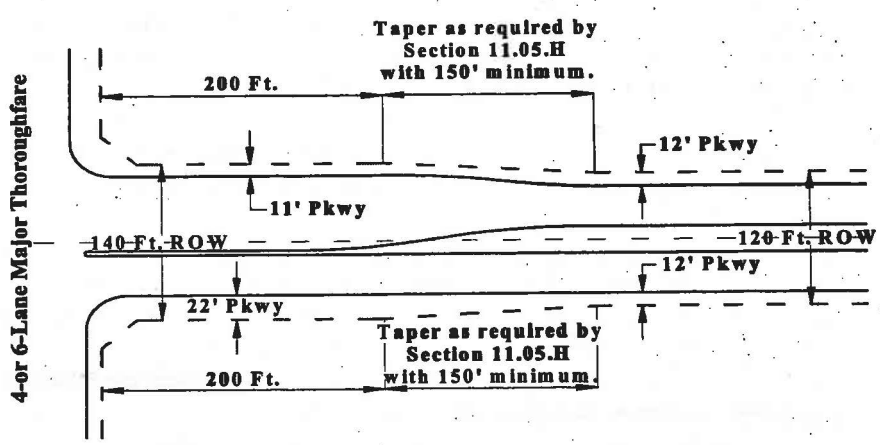

FIGURE 11.3: 6-Lane Intersection Detail
A. Right-of-way width for a 6-lane thoroughfare that intersects a 4-lane or 6-lane thoroughfare shall be one hundred forty feet (140') for a distance of two hundred feet (200') and then taper to the standard ROW width, as required in Section 11.05.H, with a 150 foot minimum taper. See Figure 11.3.